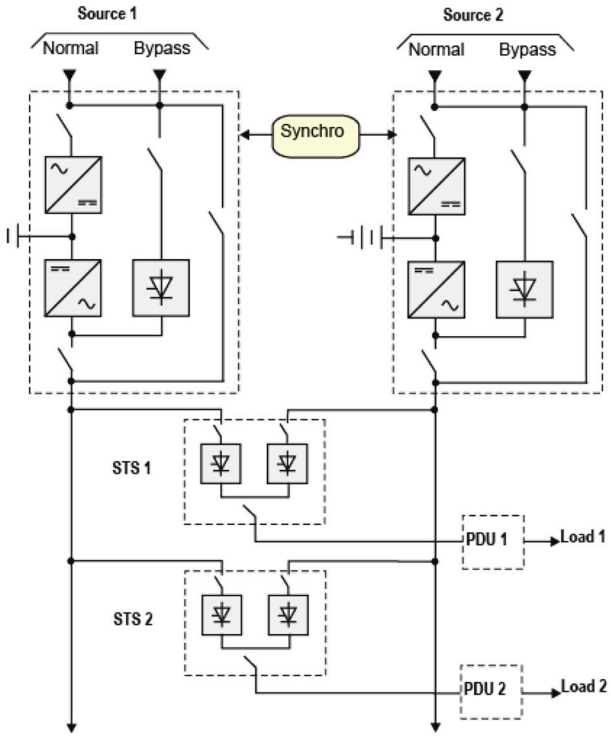

Fig. 2.4.
- unidades SAI en paralelo con un armario de conmutadores estáticos (SSC) centralizado (p. ej., fig. 2.4);